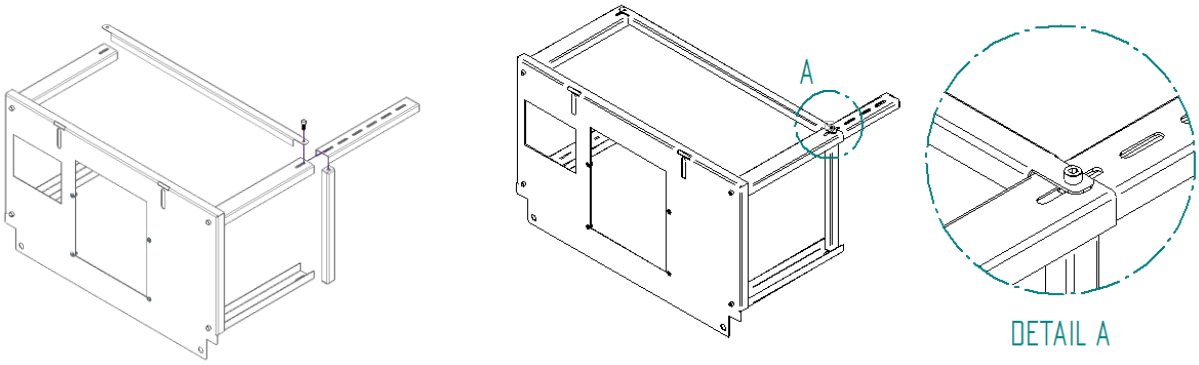

Figura 4 – Montagem mesa auxiliar
2. Colocar um dos travamentos curtos pelo interior de uma das extensões de perna e inserir entre as duas extensões de perna de um lado, como pode ser visto na imagem abaixo. Coloca-se um dos travamentos compridos por fora e fixar o conjunto com um parafuso DIN912 M8x20mm. Não aperte o parafuso com força, para facilitar o resto da montagem do conjunto. As extensões das pernas têm 5 furos, deve-se selecionar qual aplicar, bem como, a altura total da mesa, conforme mostra Figura 4.